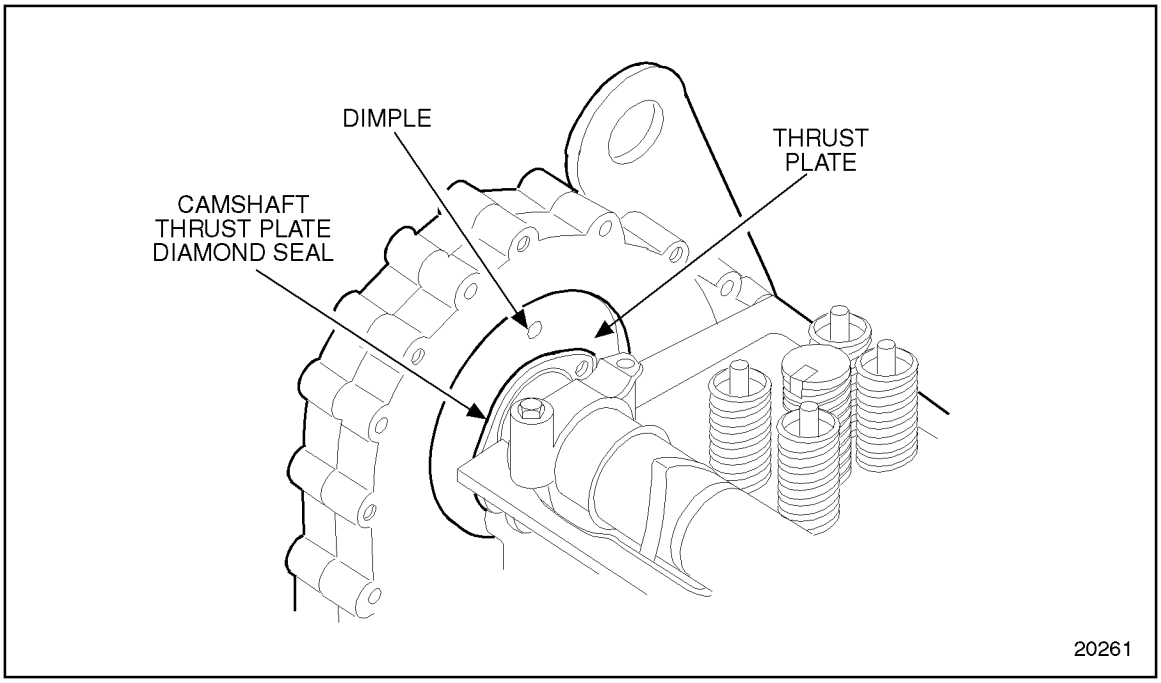

Figure 1-378 Camshaft Thrust Plate Clearance
12. Continue turning the puller screw to pull the camshaft drive gear hub and thrust plate forward approximately 6-7 mm (1/4 in.) until the thrust plate seal is clear of the camshaft front bearing cap and cylinder head. See Figure 1-378.